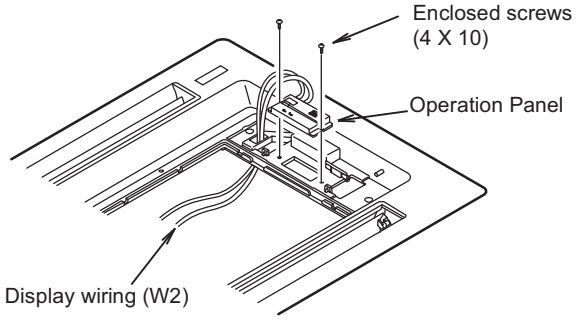

Fig. 8-16
(2) Fasten the operation panel to the location in the diagram below with the 2 enclosed screws (4 X 10). (Fig. 8-16)
(3) Pass the wiring for the display (W2, 6P white connector) through the back of the panel.